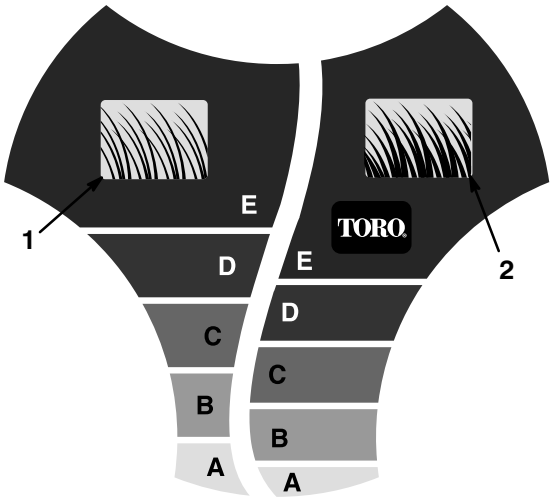

**Figure 12**
The *SmartWheel* has two cutting scales: *SPARSE/NORMAL* and *LUSH* — to ensure the best height-of-cut setting in any mowing condition (Fig. 12). Use the *SPARSE/NORMAL* scale during the warm summer season for the majority of your mowing. The *LUSH* scale is for thick, moist, succulent grass that grows most often in the spring.
1. Before starting the engine, push the lawn mower into the grass. Stop moving the lawn mower when the letters on the *SmartWheel*™ design on the rear left wheel are upright (Fig. 12).
2. Use the *SmartWheel* design (Fig. 12) to compare the tips of the grass blades to the letters on the wheel. The letter on the *SmartWheel* that matches the tips of the grass blades is the proper cutting height.